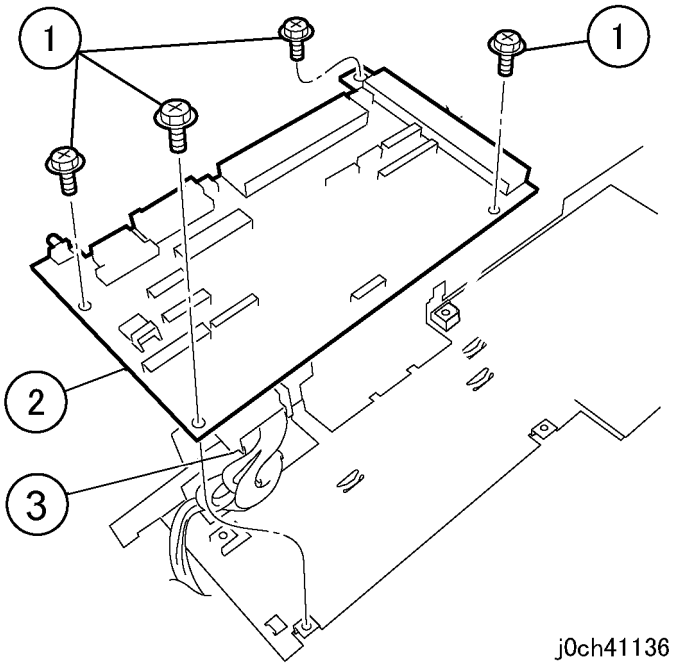

Рисунок 2 Снятие EXT PWB (j0ch41136)
4. Снимите EXT PWB (рисунок 2).
ПРИМЕЧАНИЕ: Будьте осторожны, выполняя шаг 3 (рисунок 2) снятия EXT PWB.